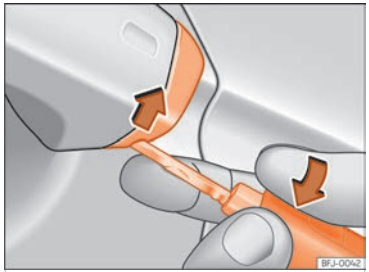

Fig. 55 Manecilla de la puerta del conductor: desprender la tapa haciendo palanca.
- Introduzca el espadín en la abertura inferior de la tapa de la manecilla de la puerta del conductor y eleve la tapa de abajo hacia arriba ››› fig. 55.